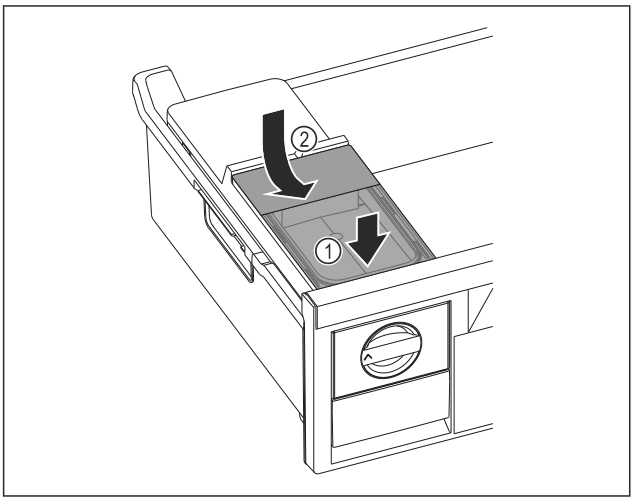

Fig. 126
▶ Sett fast fronten på vannbeholderen. *Fig. 126 (1)*
▶ Senk vannbeholderens bakdel. *Fig. 126 (2)*